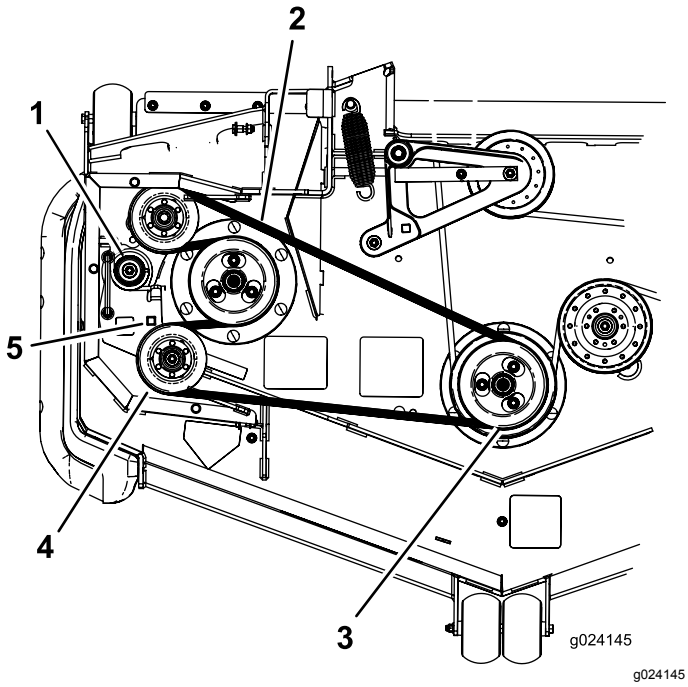

Figur 71
7. Använd en spärrhake i det fyrkantiga hålet i mellandrevsarmen för att minska spänningen på mellanremskivfjädern (Figur 71).